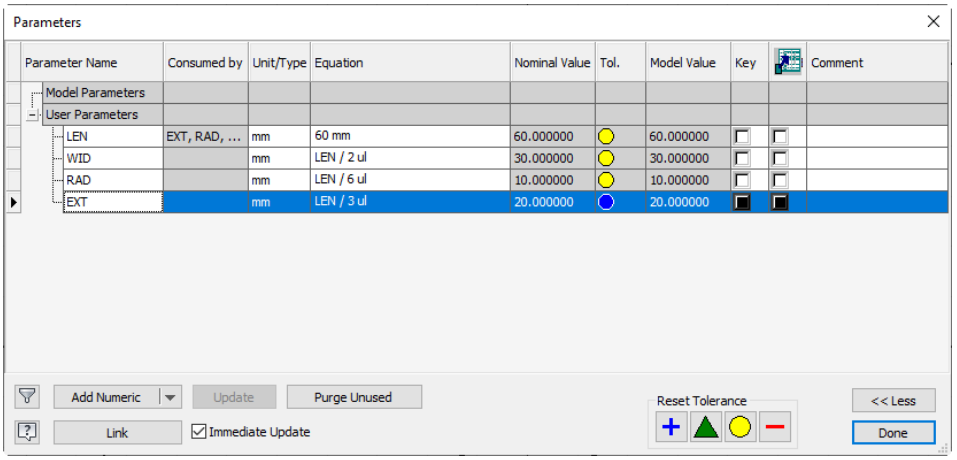

***Figure 18-30*** *The* ***Parameters*** *dialog box after adding the user-defined parameters*
7. Similarly, create the remaining parameters. The **Parameters** dialog box after creating all the parameters is shown in Figure 18-30. Choose **Done** to exit the **Parameters** dialog box.